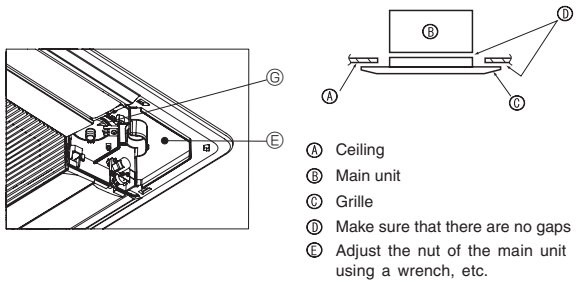

Fig. 9-7
9.4.3. Securing the grille (Fig. 9-7)